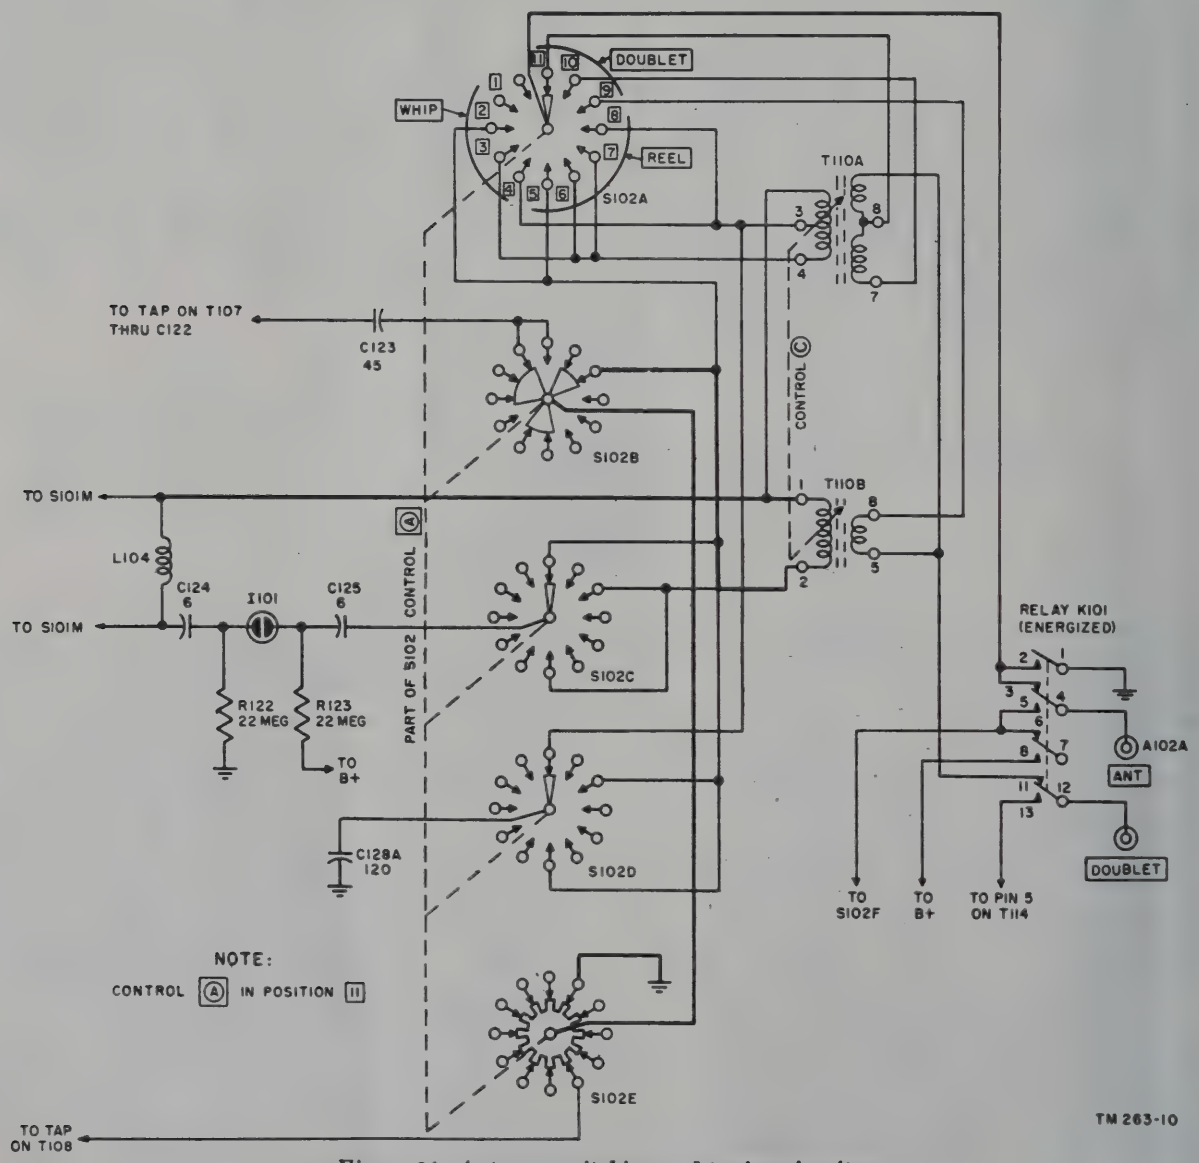

Figure 81. Antenna switching and tuning circuits.
c. Switch Section S101M. Plate output selector switch section S101M selects the output from the plate coil in use and leads the signal to the top of L104 in all positions. For the continuation of this figure, see figure 81.
110. Antenna Circuit (fig. 81)